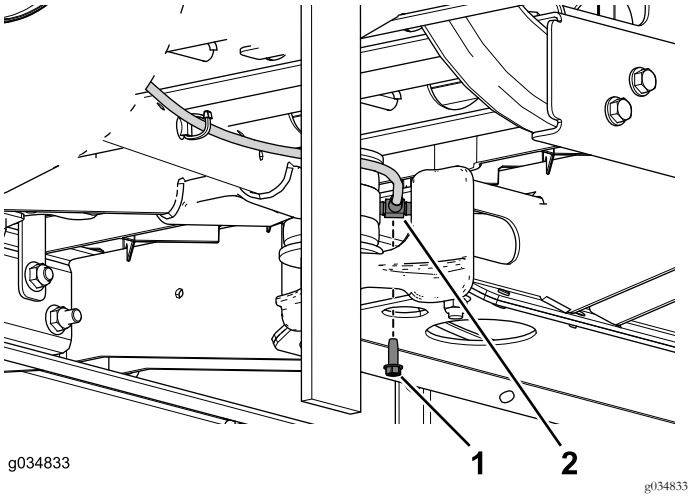

Figur 66
6. Afmonter den selvskærende skrue, der fastgør T-stykket på midterkanalen (Figur 66).